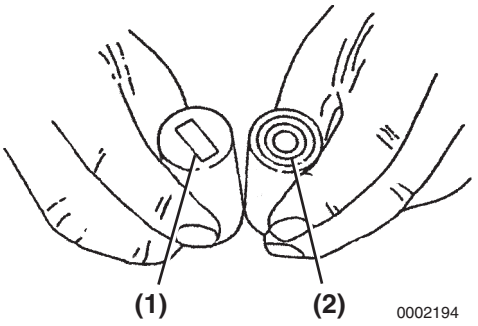

Figure 6-72
1. Inspect the tappet contact surfaces for abnormal wear **(Figure 6-72, (1))**. Normal wear will be even as shown in **(Figure 6-72, (2)).** Slight surface defects can be corrected using an oilstone.